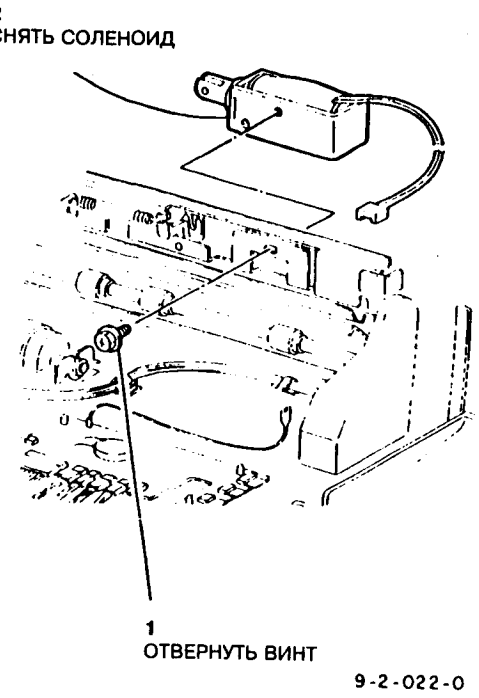

Рис.3 Снятие соленоида подталкивания обходной подачи
7. Снять соленоид подталкивания (рис.3).